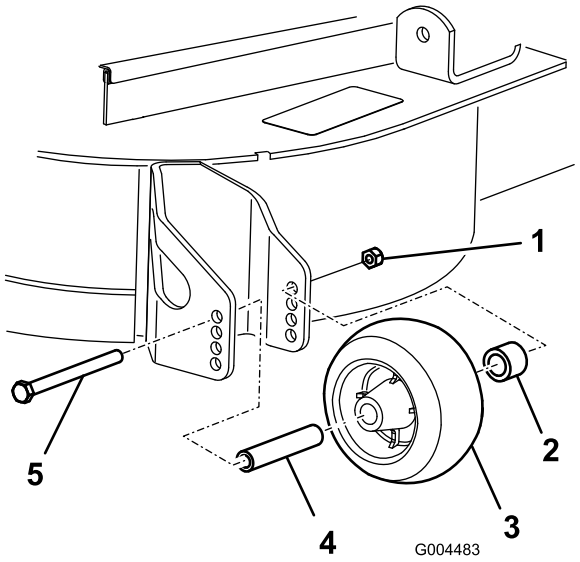

**Figur 18**
3. Når du har justeret klippehøjden, skal du justere rullerne ved at fjerne flangemøtrikken, bøsningen, afstandsklodsen og bolten (Figur 18).
5. Monter flangemøtrikken, bøsningen, afstandsbøsningen og bolten. Spænd til 54-61 Nm (Figur 18).